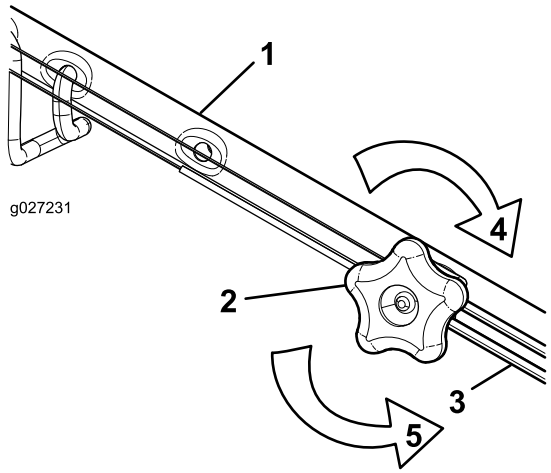

Figur 31
1. Vrid justeringsvredet moturs för att lossa kabeljusteringen (Figur 31).
2. Justera kabelspänningen (Figur 31) genom att dra den tillbaka eller trycka den framåt och sedan hålla den i det läget.